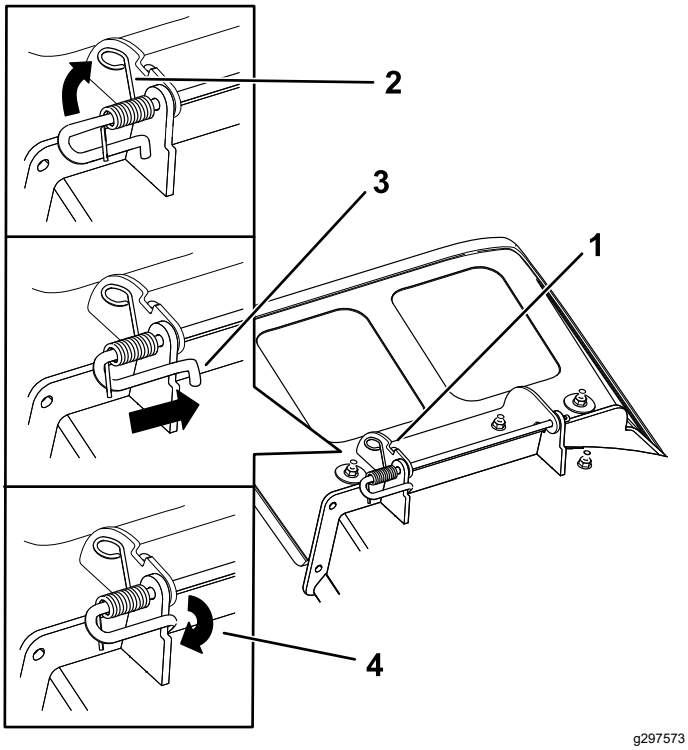

Figura 78
4. Poziionai noul deflector de evacuare cu capetele suporturilor între suporturile sudate de pe punte, aa cum este ilustrat în Figura 78.
6. Poziionai arcul pe tijă aa cum este ilustrat în Figura 78, astfel încât capătul mai scurt al arcului să vină de sub tijă, înainte de cot i să treacă peste tijă la revenirea după cot.
7. Ridicai capătul buclă al arcului i amplasai-l în canelura de pe suportul pentru deflector (Figura 78).
8. Fixai ansamblul tijă i arc prin rotire, astfel încât capătul scurt al tijei să fie în spatele suportului sudat faă al punii (Figura 78).